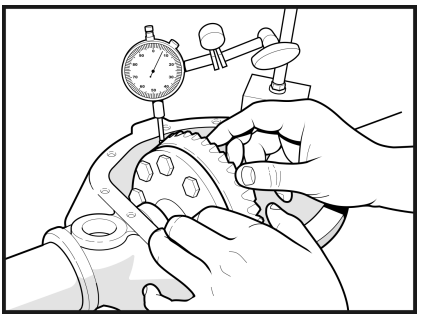

Рис. 26
3.13 Используя индикатор часового типа отрегулируйте люфт главной пары. Для контроля выполните три замера и сравните их среднее арифметическое со значением, записанным ранее. (**Рис. 26**)